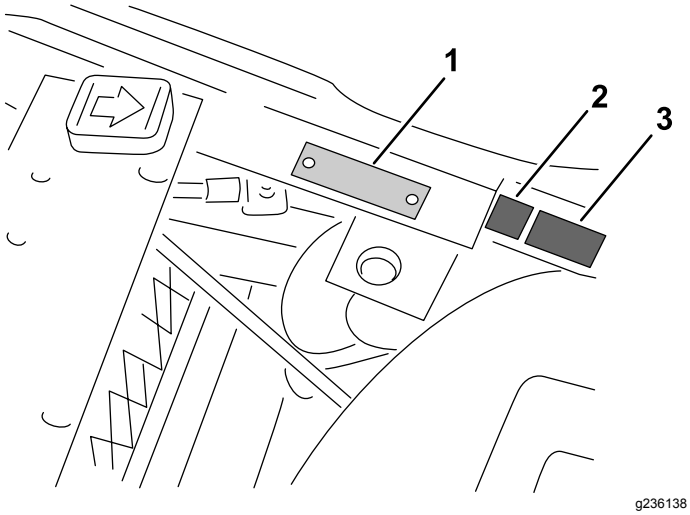

**Figur 13**
- Placera CE-märkningsdekalen och dekalen med uppgift om tillverkningsår nära serienummerplåten på fotstödet (Figur 13).